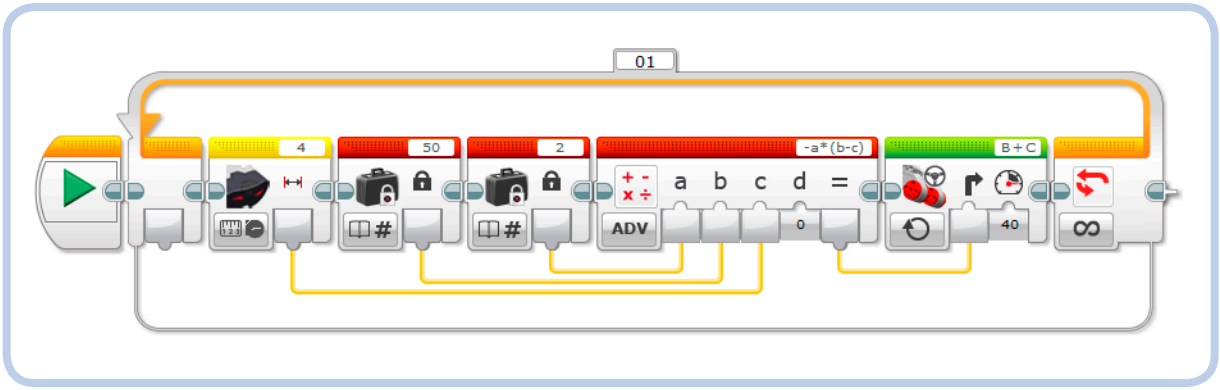

Figure 7-4: A smooth wall-following program using Steering that is proportional to the robot's distance from the wall
Notice, in the program shown in Figure 7-4, that the IR Sensor's Proximity value is fed into Input **c** of a Math block in Advanced mode. The two Constant blocks are there to show the value of the desired distance from the wall, *R* (50), and the gain, *K* (2). The *gain* controls the strength of the robot's reaction: The larger the gain, the more "nervous" the behavior of the robot; the smaller the gain, the weaker the steering intervention will be, but the robot may not be able to handle corners. Adjusting the gain involves a trade-off between smoothness and reaction time. A gain of 2 works well in this program.
Try changing the gain and the proximity reference in the program shown in Figure 7-4 to see how the robot's behavior changes.
Modify the wall-following program shown in Figure 7-4 so that you can set the reference distance from the wall before starting the loop that controls the robot. When you press **Enter** on the EV3 Brick, you should be able to set the distance and start the robot; when you press **Enter** again, the robot should stop and return to setup mode. (Hint: Put the wall-following loop inside an external loop.)
As noted earlier, the program in Figure 7-4 fails if the robot is too far from a wall. Once you've learned all of the programming in this book (including the Timer block, which I'll discuss in Chapter 10), develop a strategy to overcome this limitation. For example, the program could detect that the robot is spinning in place by checking whether the distance from a wall is too great for a long period of time; then it could make the robot go straight for a while, hopefully getting closer to a wall.